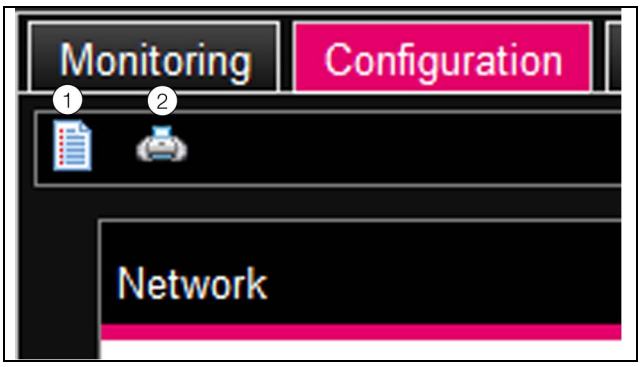

Fig. 63: Summary of current settings
If the complete system "Processing Unit" has been selected, the operator may display (left button fig. 63, item 1) or print (right button fig. 63, item 2) a summary of the current settings using the two buttons in the top section of the **Configuration** index tab.